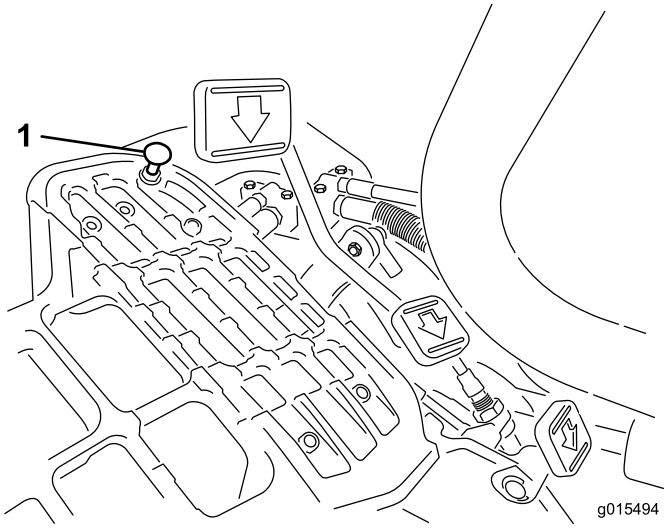

Figur 49
Tryk traktionspedalen ned. Hvis pedalen når stoppet (Figur 49), før stramning mærkes på kablet, er det nødvendigt med justering:
1. Løsn de låsemøtrikker på flangehovedet, der fastgør pedalstoppet til gulvpladen (Figur 49).